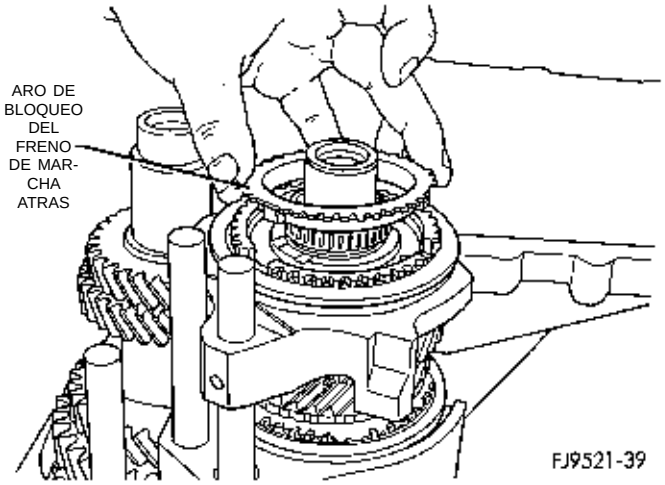

Fig. 62 Instalación del aro de bloqueo del freno de marcha atrás
(6) Instale el aro de bloqueo del freno de marcha atrás (Fig. 62).